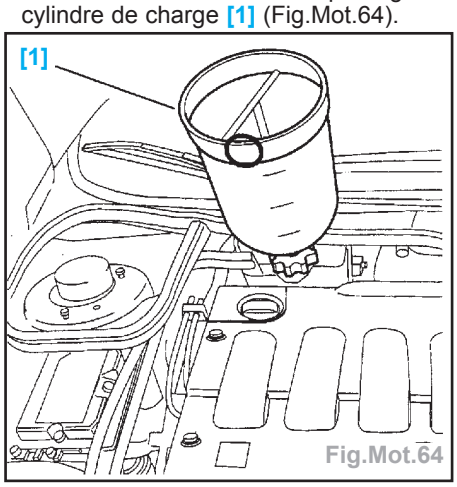

Fig.Mot.64
- Remettre le bouchon (5).
- Monter sur l'orifice de remplissage le cylindre de charge [1] (Fig.Mot.64).